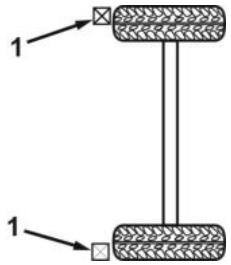

Figure 4. Chock Block Placement on Incline With Front of Trailer Facing Downhill.
4. If trailer is parked on an incline with front of trailer facing downhill, place chock blocks (Figure 4, Item 1) in front of both tires.